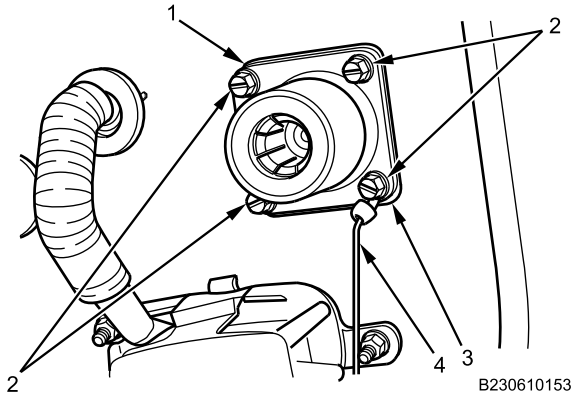

Figure 3. NATO Jump Start Connector Bolts.
4. Remove four bolts (Figure 3, Item 2) and NATO cover lanyard (Figure 3, Item 4) from inside stowage box and remove four locknuts and mounting plate from outside stowage box. Discard locknuts.
5. Remove NATO jump start connector (Figure 3, Item 1) and gasket (Figure 3, Item 3) from stowage box.